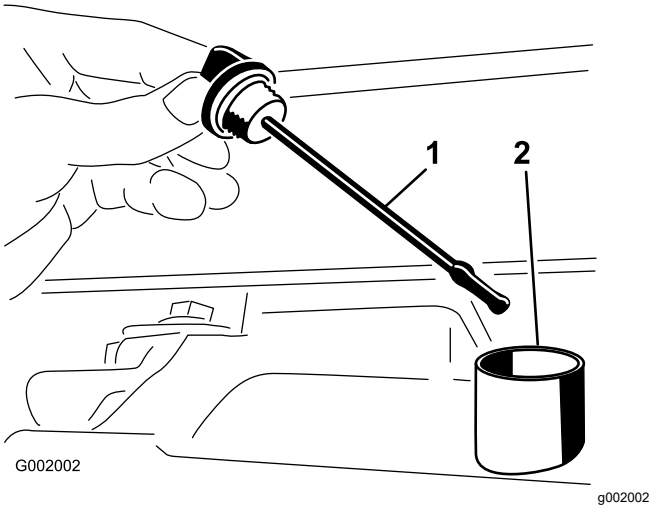

Figure 55
2. Retirez la jauge de la boîte-pont et essuyez-la sur un chiffon propre (Figure 55).